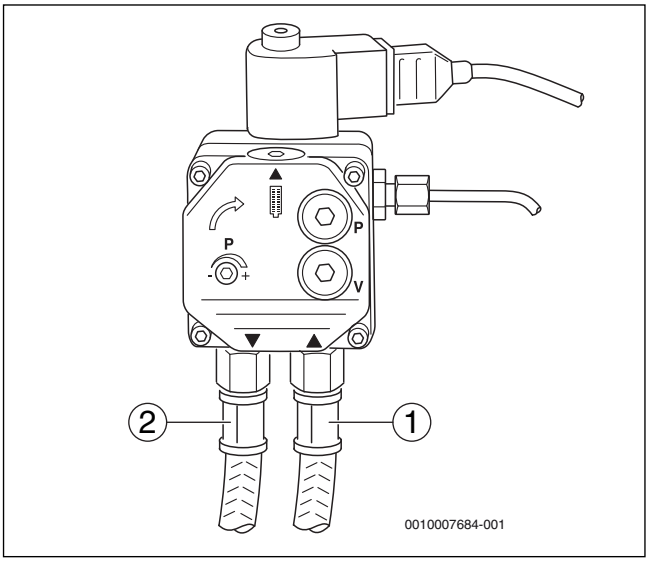

Fig. 17 Pompe à fioul – Danfoss
▶ Veiller à ne pas intervertir les conduites d'aspiration de fioul et de retour lors du raccordement du dispositif d'alimentation en fioul (→fig. 17 et 18).